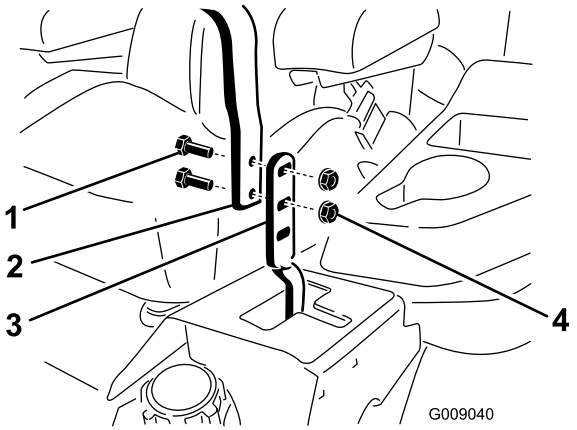

Figur 76
3. Løsn boltene og de flangemøtrikker, der er monteret i håndtagene (Figur 76).